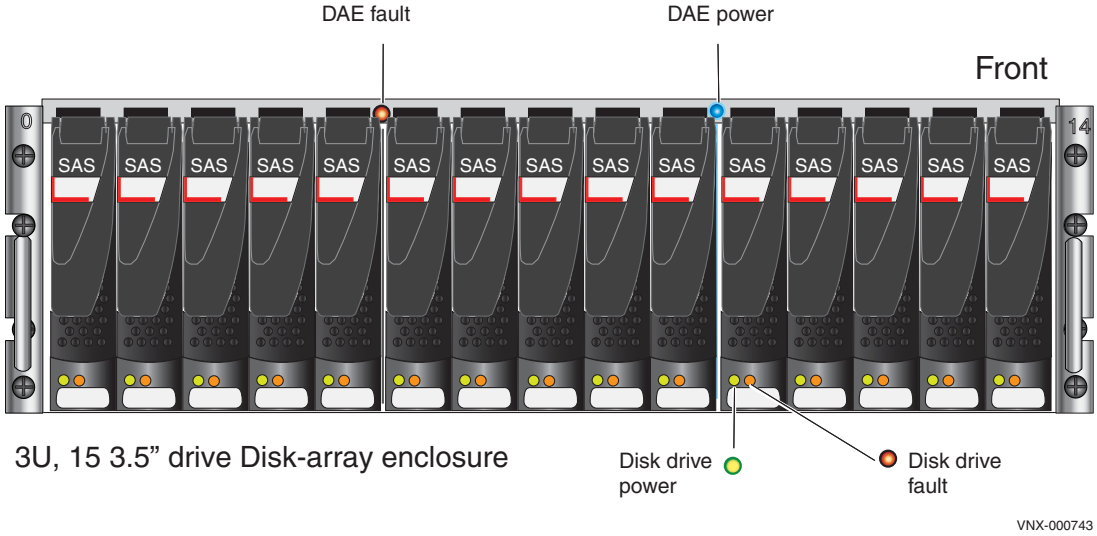

**Figure 42** 3U, 15 3.5'' drive DAE LEDs
1. Verify that the status of a 3U DAE Power LED located on the front is solid blue and the DAE Fault/Status LED is off as shown in Figure 42.